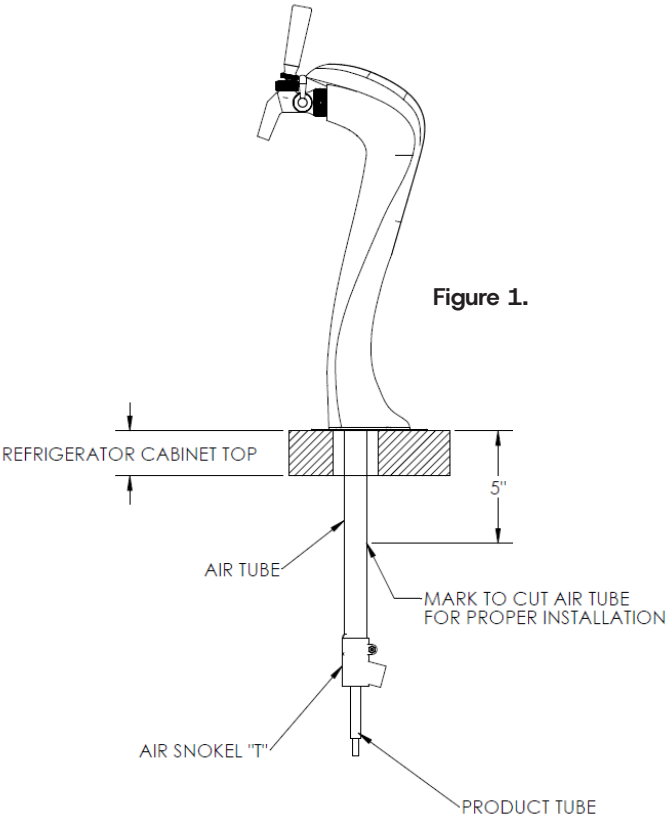

Figure 1.
1. Mark the air tube for correct length dependent upon your installation scenario. If installing directly on top of the refrigerated cabinet, make a mark 5 inches from the bottom of the tower (Figure 1). If installing directly on top of a countertop, add the depth of the countertop to the original 5 inches and mark at that new dimension (Figure 2).